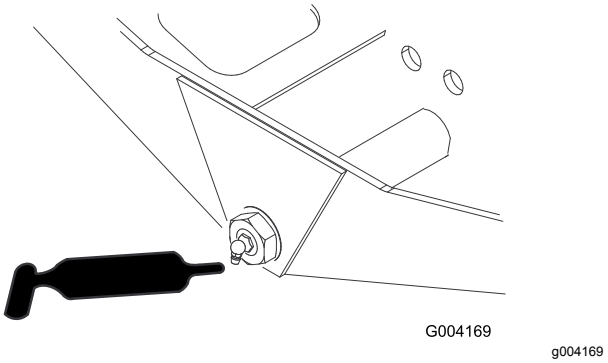

**Figur 52**
- Axelns styrtapp (1) (Figur 52)